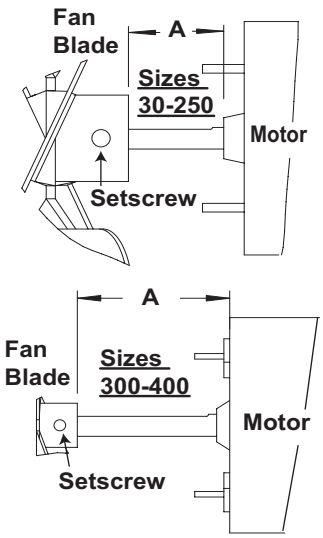

Figure 23. Fan Blade Positioning and Spacing
6. Ensure that fan blade is in proper position on shaft (see **Figure 23**) and that bldes are properly spaced (refer to **Table 18**).
*See Figure 23.